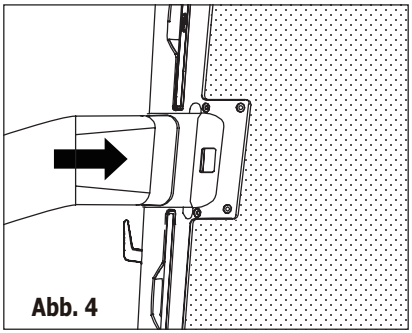

Abb. 4
2. Schieben Sie den Adapter A in die Wechselöffnung des Geräts, siehe Abb. 4.